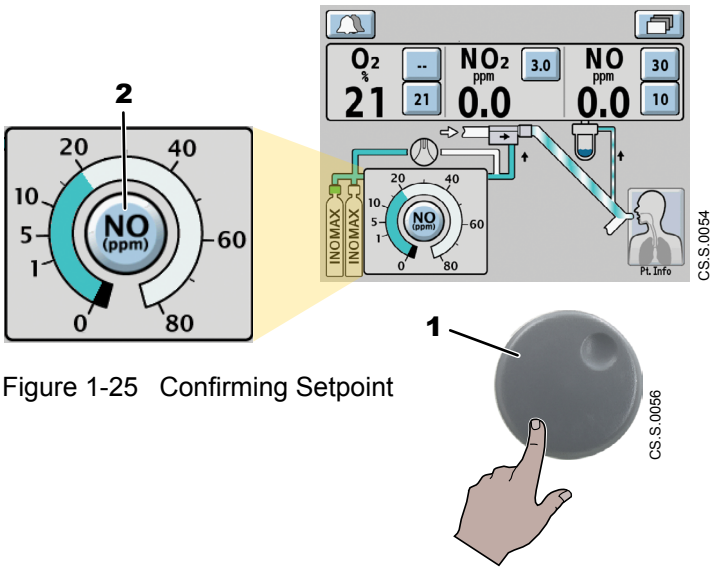

Figure 1-25 Confirming Setpoint
3. Select the Control Wheel (see **1**, Figure 1-25) or select the **NO Delivery Setpoint button** (**2**) to confirm the NO dose.